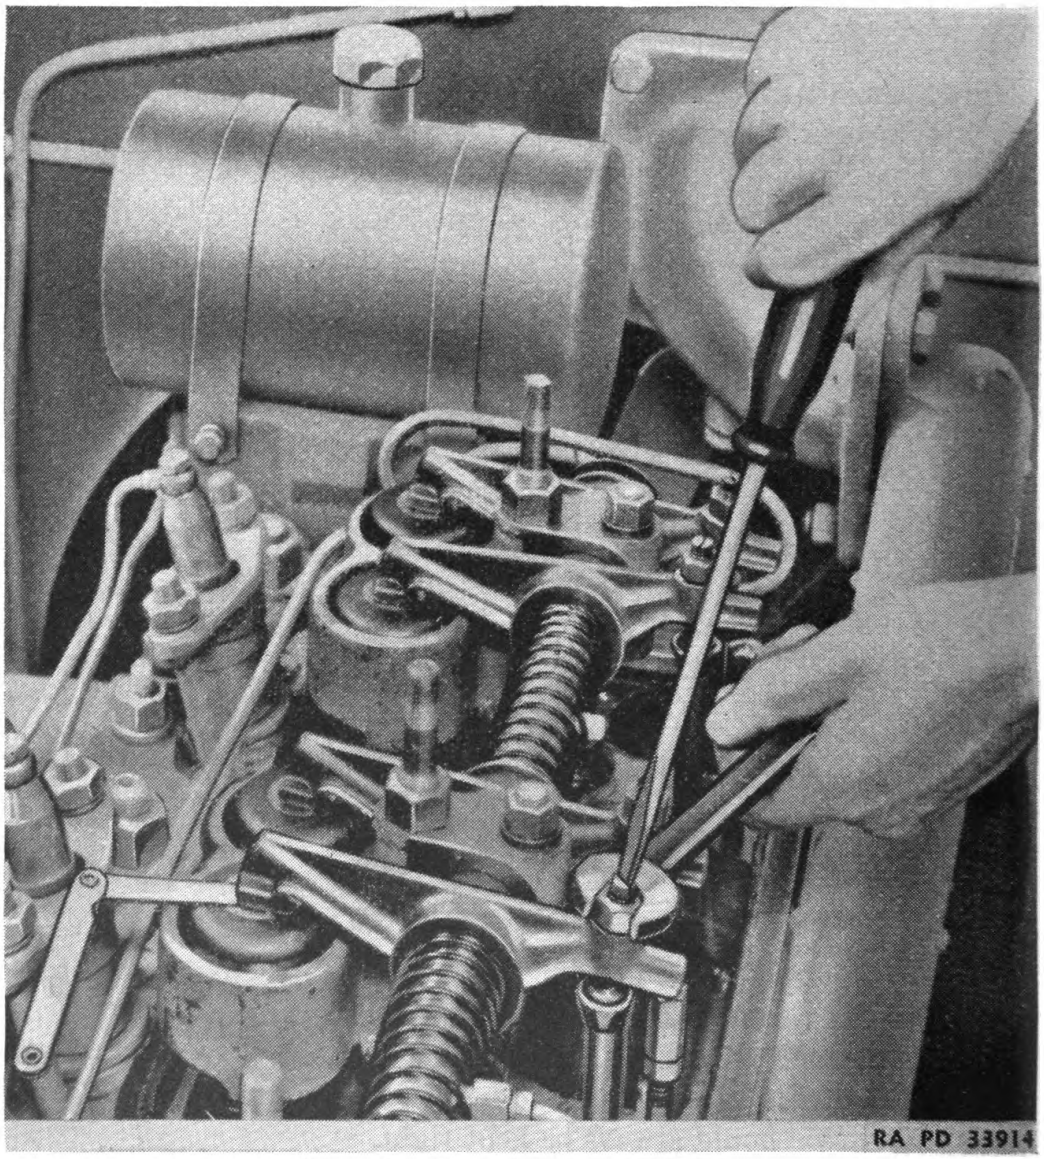

FIGURE 25.—Valve clearance adjustment.
f. Valve clearance adjustment.—The valve clearance adjustment (fig. 25) should be made while the engine is hot; that is, after the engine has been stopped 10 minutes and before it has been stopped 20 minutes. If the adjustment is not completed during this 10-minute interval, start the engine and allow it to warm up. The exhaust valve clearance adjustment and the compression release clearance adjustment must be made or checked with the compression release lever in the "run" position.